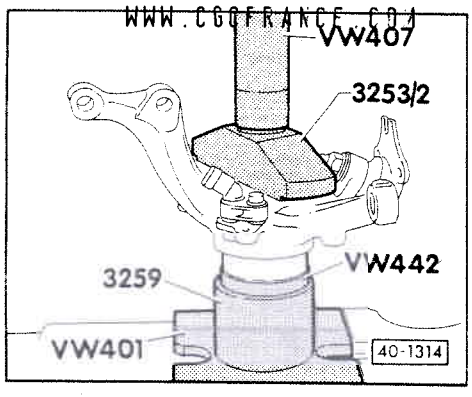

Fig. 5 Roulement de roue : emmanchement à la presse dans le carter de roulement de roue
- Emmancher à la presse => fig. 5